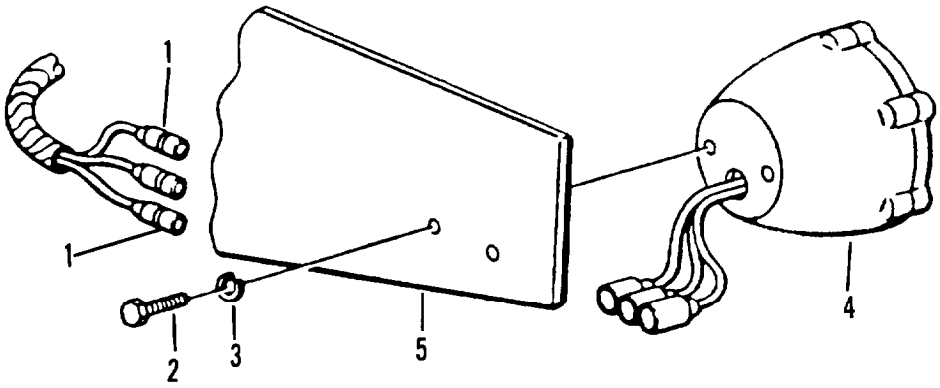

Figure 4-5. 24 volt composite light assembly
(1) Pull connectors (1, figure 4-5) apart.
(2) Remove two screws (2) and lockwashers (3) that hold 24 volt composite light assembly (4) to bracket (5).
(3) Remove 24 volt composite light assembly (4).
(1) Install 24 volt composite light assembly (4, figure 4-5) on bracket (5) and secure with two lockwashers (3) and screws (2).
(2) Connect cable connectors (1).